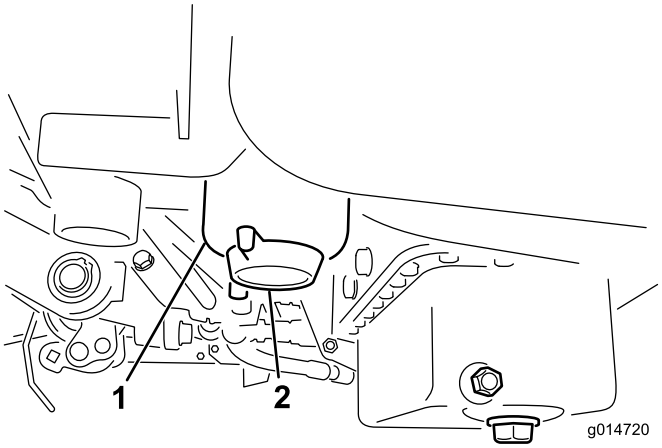

Figuur 48
2. Reinig de omgeving van de plaats waar de filterbus wordt gemonteerd (Figuur 48).
4. Open de filteraftapplug (Figuur 48).